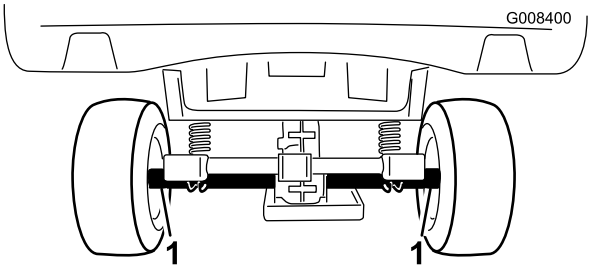
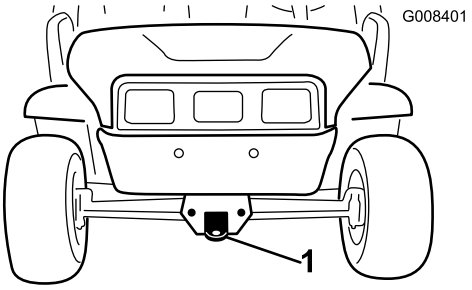

Figura 21
Figura 22
Usate un rimorchio per spostare la macchina su lunghe distanze. Accertatevi che la macchina sia ben fissato al rimorchio. Vedere Figura 21 e Figura 22 per conoscere la posizione dei punti di attacco sulla macchina.
2. Fissate una fune di traino al timone sulla parte anteriore del telaio della macchina (Figura 22).